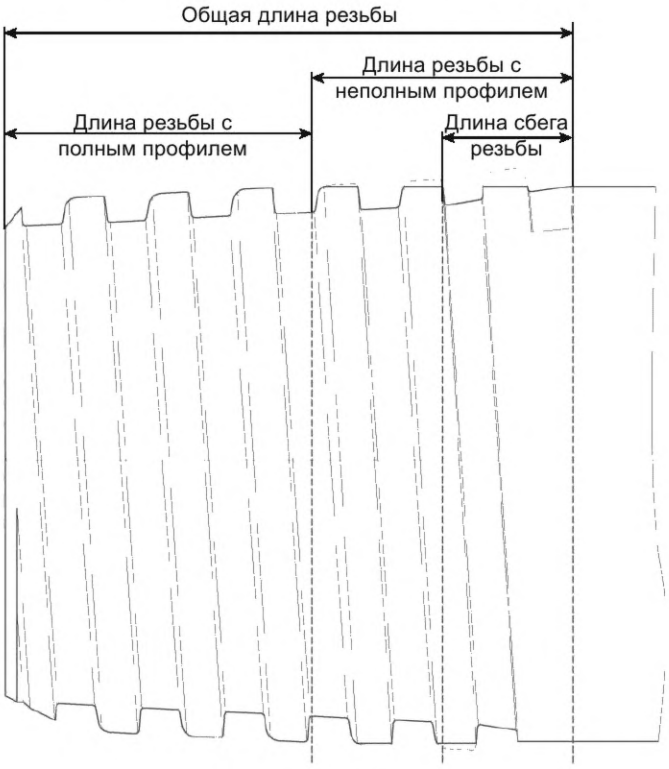

Рисунок 24
30.1 **общая длина резьбы:** Длина участка резьбового соединения от торца изделия до конца сбега (выхода) резьбы, включающего все выполненные на нем конструктивные элементы (см. рисунок 24).
30.2 **длина резьбы с полным профилем:** Длина участка изделия, включающего резьбу с полным профилем, заходную фаску и расточку (если выполняется) (см. рисунок 24).